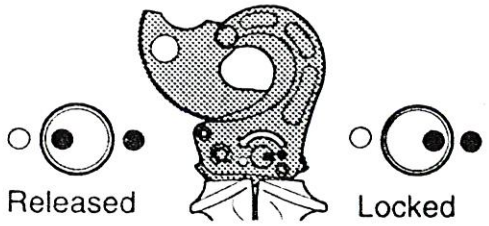

Fig. 3
1. Release hand lever by turning locking knob half-way round until the red dot points to the geen one on the cover plate (fig. 3).